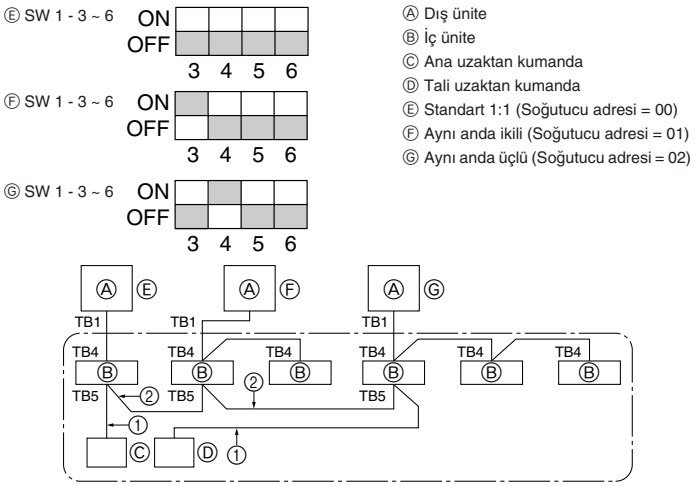

Fig. 9-1
① Elektrik verin (devre kesici).
② Gaz vanası kapatıldıktan sonra, dış ünitenin kontrol panosu üzerindeki SWP düğmesini ON konumuna getirin. Kompresör (dış ünite) ve vantilatörler (iç ve dış üniteler) çalışmaya başlar ve soğutucu çekme işlemine başlanır. Dış ünitenin kontrol panosu üzerinde bulunan LED1 ve LED2 yanar.
③ Ünite soğutucu çekme işlemi tamamlandıktan sonraki yaklaşık iki ila üç dakika içinde (LED1 ve LED2 yanar) otomatikman durduğu için, gaz kesme vanasını hemen kapatın. LED1 ve LED2 yandığı ve dış ünite durduğunda, sıvı kesme vanasını tamamen açın ve ardından 3 dakika geçtikten sonra ② adımı tekrarlayın.
④ Elektriği kesin (devre kesici).
9. Sistem kontrolü (Fig. 9-1)
9. Управление системой (Fig. 9-1) 97